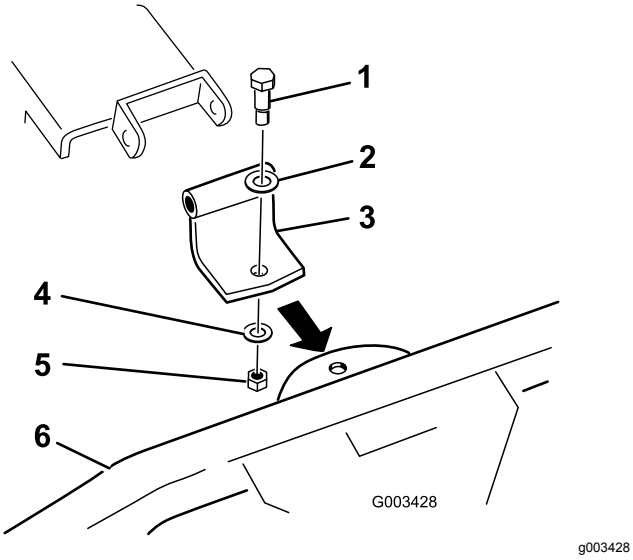

Rysunek 3
1. Zamontuj zakrzywiony wspornik obrotu do grabi sprężynowych w sposób pokazany na Rysunek 3.